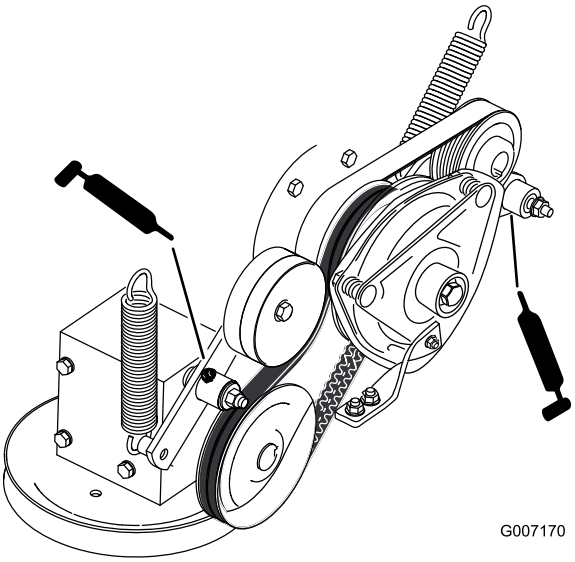

Figur 36
7. Smør drivremmens styrearm på kraftudtaget (Figur 36).
8. Smør pumperemmens styrearm (Figur 36).